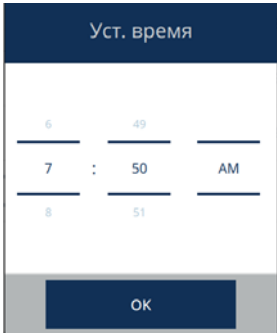

Рис. 4-14 Установка времени
5. Щелкните на среднюю кнопку списка (), чтобы открыть диалоговое окно **Уст. время** (см. Рис. 4-14 на стр. 123).